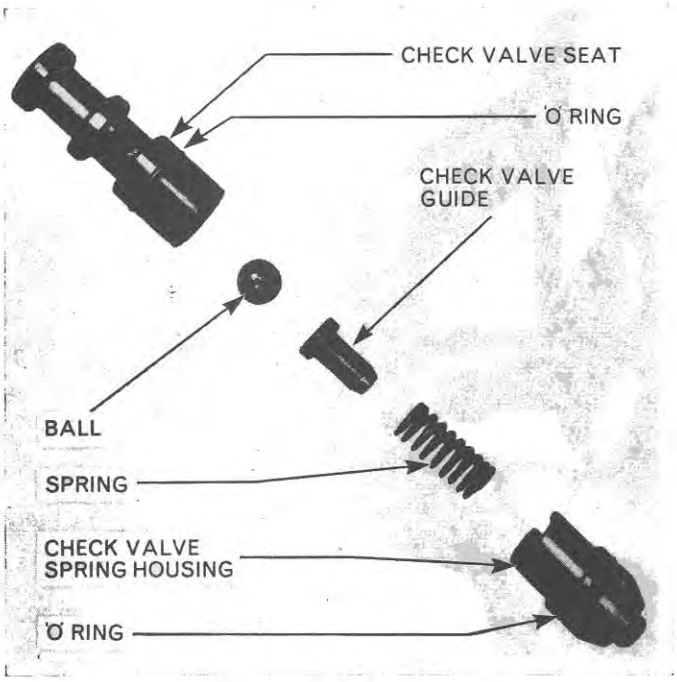

Figure 31
3. With a pair of long nosed pliers remove the check valve spring housing complete with spring, check valve guide and ball from the lift cover. Remove the 'O' ring, Figure 31.
21. Install the check valve ball, spring guide, spring and the check valve pilot with a new 'O' ring, Figure 31.